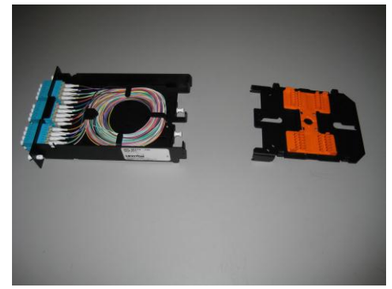

Figure 5
3.8 Placer cette dernière et le plateau d'épissage parallèlement, dos à dos (figure 5). En présence d'un module à 12 fibres, prévoir un espace d'environ 9 po (23 cm) entre les deux. En présence d'un module à 24 fibres, cet espace doit être d'environ 4 po (10 cm).
4.1 Assujettir les câbles entrants au fond de la base du module (figure 5).